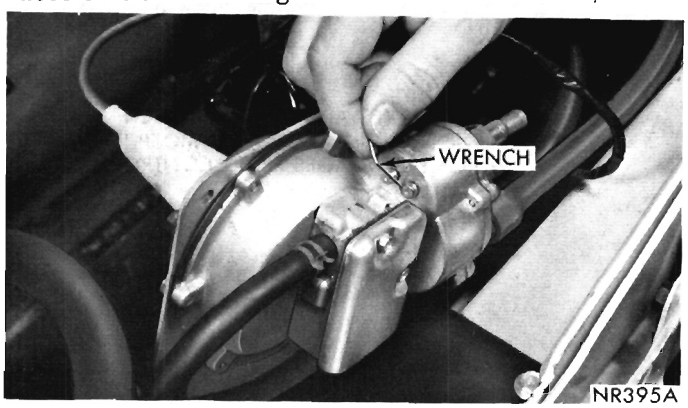

Fig. 4—Cut-in Screw Adjustment
(2) Cut-in Speed Adjustment (Fig. 4) regulates the minimum road speed at which the low speed inhibit switch allows the speed control to be activated. This should range from 25 to 33 miles per hour. If cut-in speed is too low, turn the set screw counterclockwise. If too high, turn the set screw clockwise; make adjustments in 1/8 turn increments.